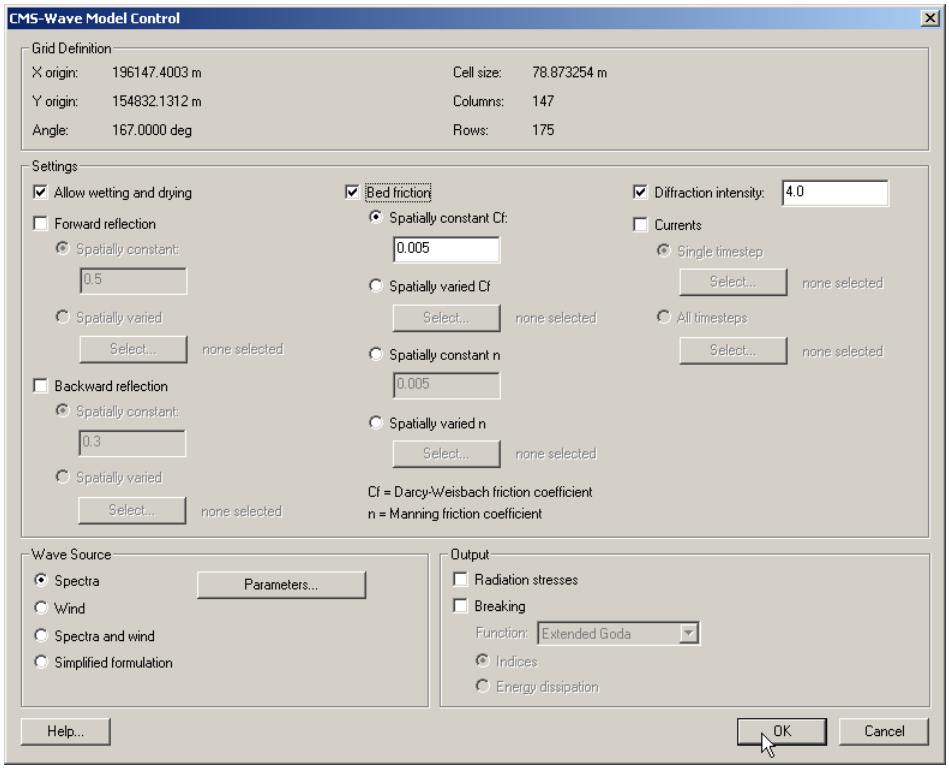

Figure 31. CMS-Wave model control options.
4. Go to CMS-Wave, Model Control, and turn on *Allow wetting and drying* and *Bed friction* (Figure 31),